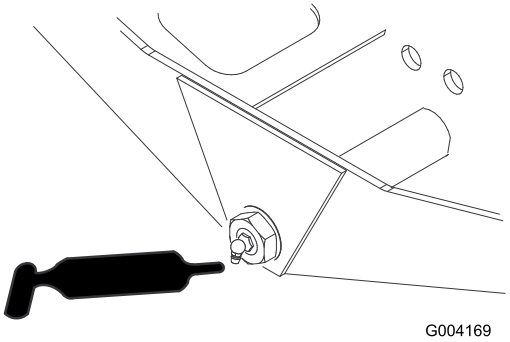

Figur 46
- Akselstyretap (1) (Figur 46)